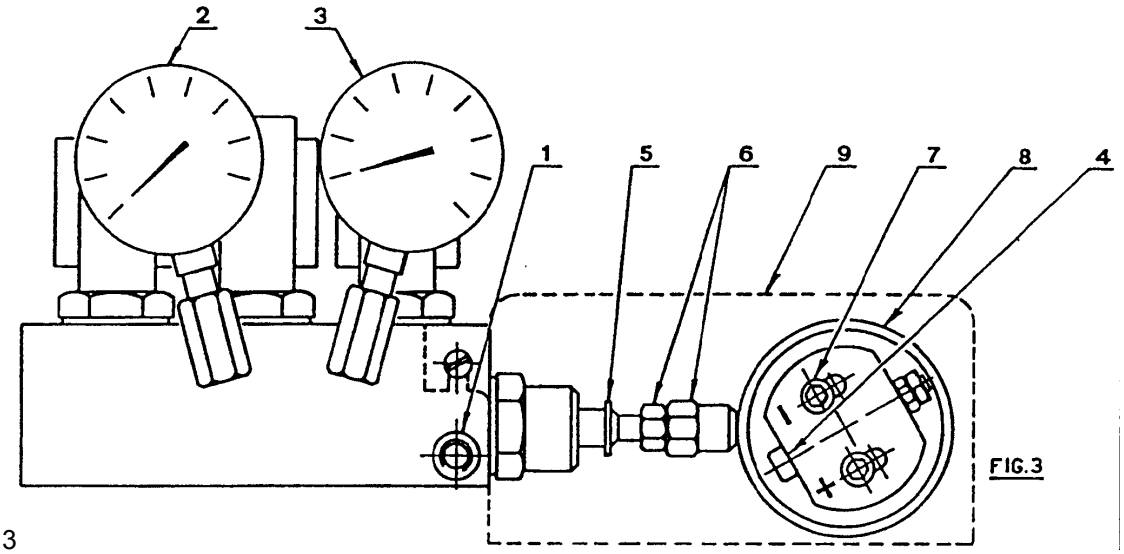

Рисунок 3
- Вручную медленно поверните эксцентрик с изменяемым профилем (1) (рисунок 5), который жестко соединен с эксцентриком (8) (рисунок 3) и по манометру (3) (рисунок 3) проверьте как изменяется давление.
Изменить давление в обратном трубопроводе можно с помощью эксцентрика (8) (рисунок 3) и гайки и контргайки (6) (рисунок 3).
Головка горелки движется одновременно с эксцентриком 8 (рисунок 3) и с эксцентриком с изменяемым профилем 1 (рисунок 5).